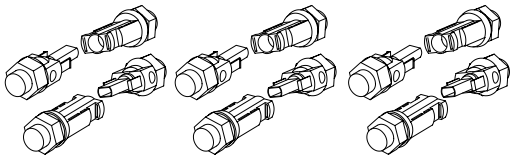

Figure 2.14 DC Connector Input Connection Diagram
4) Finally insert the PV DC connectors into the positive and negative input terminals of the machine. (See Figure 2.14)